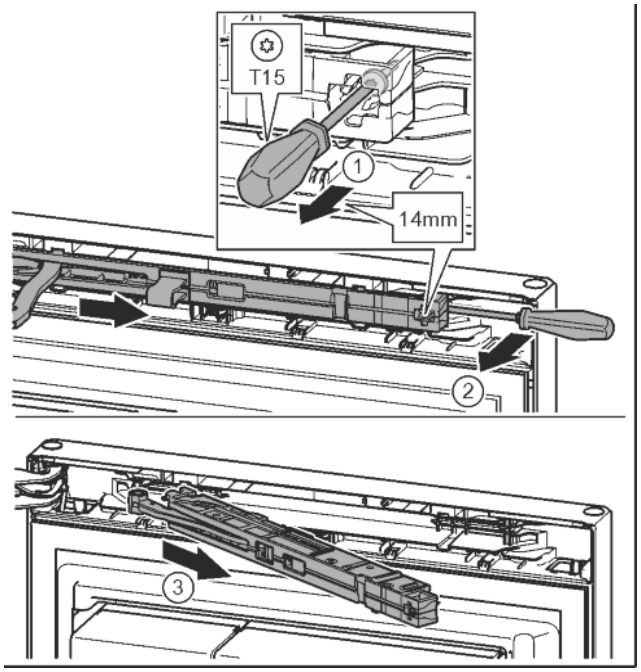

Fig. 11
- ▶ Undo the soft stop mechanism screw with a T15 screwdriver approx. 14 mm. *Fig. 11 (1)*
- ▶ Insert a screwdriver behind the soft stop mechanism on the handle side and rotate forwards. *Fig. 11 (2)*
- ▶ Remove the soft stop mechanism. *Fig. 11 (3)*